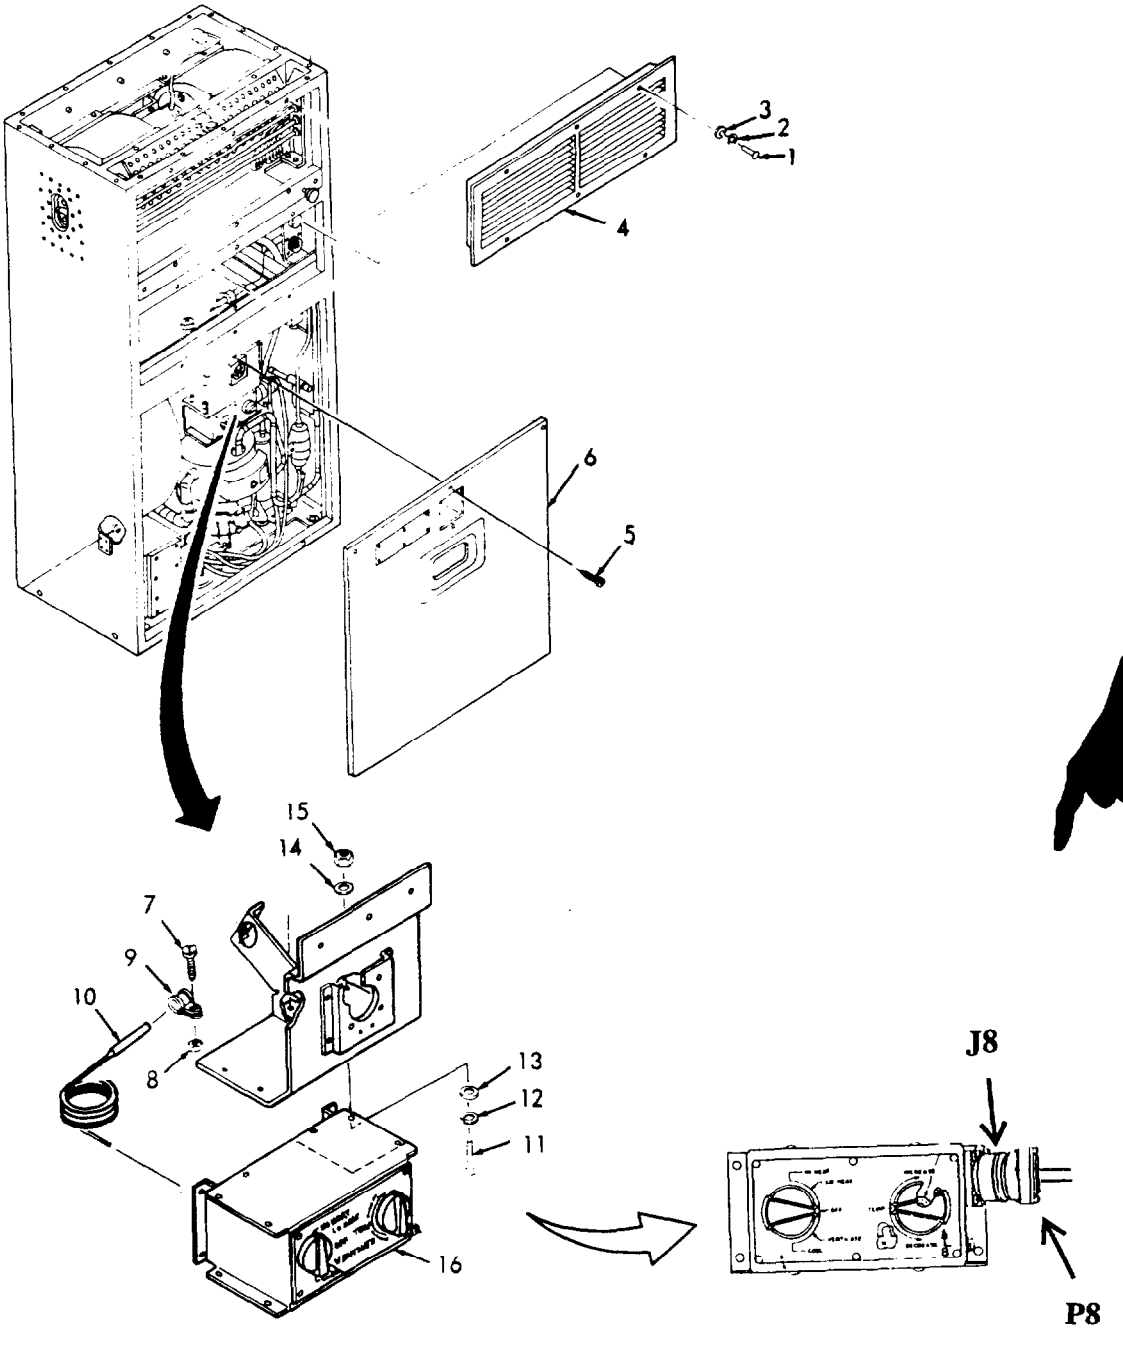

Figure 4–1. Remote Mounting of Control Module.
l. Secure the control module (16) using appropriate hardware in the remote location.
m. Install block-off panel (Appendix D) using the four mounting screws (11) and nuts (15) removed from the control module (16).
n. Install the P8 connector to connector J19. (See Figure 4–2)
p. Fabricate an interconnecting cable/harness of the required length and connect J20 to J8 of the control module (16).